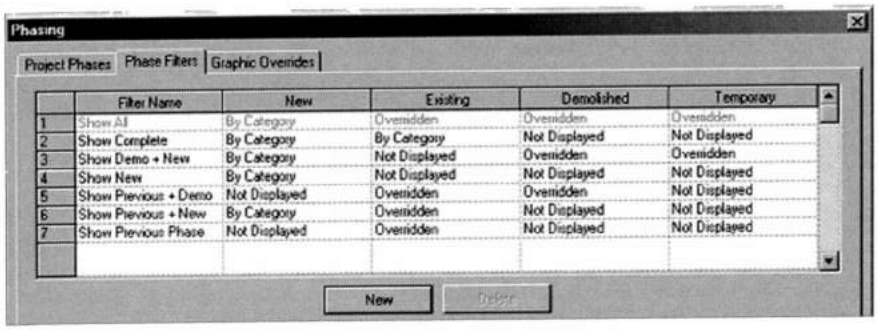

Рис. 29.3. *Фильтры стадий*
Фильтры стадий. Фильтр стадий представляет собой правило, определяющее видимость и графику компонентов вида в зависимости от стадии, назначенной этому виду. Например, демонтированные стены могут выделяться синим цветом и пунктирной штриховкой, а существующие – штриховаться сплошными линиями. Создание и настройка фильтров стадий выполняются в боксе **Phasing** на вкладке **Phase Filters** (Фильтры стадий) (рис. 29.3).
Используются следующие стандартные фильтры стадий (см. рис. 29.3):
Для создания нового фильтра стадий нажать на вкладке **Phase Filters** кнопку **New** (Создать) (см. рис. 29.3) и выбрать отображение элементов для каждой предыстории в соответствующих графах. Для удаления фильтра из списка выделить его и нажать кнопку **Delete**.
- **Phase Filter** (Фильтр стадии) – фильтр, определяющий отбор компонентов, отображаемых на выбранной стадии (см. рис. 29.3).
4. Создать в боксе **Phasing** на вкладке **Phase Filters** (Фильтры стадий) (см. рис. 29.3) новый фильтр стадий, нажав кнопку **New** (Новый). В списке внизу появится новый фильтр, который переименовать в *Составной*. Для нового фильтра в графе **New** вместо значения по умолчанию *By Category* (По категории) выбрать значение *Overridden* (Переопределенный). Это позволит далее отображать новые элементы нестандартным образом.